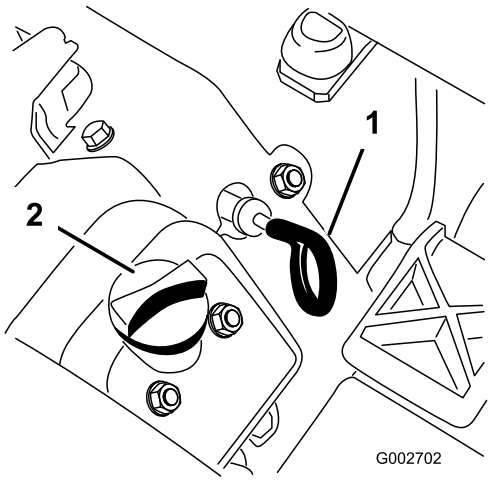

Figuur 13
3. Verwijder de peilstok (Figuur 13) en veeg deze af met een schone doek. Steek de peilstok in de buis. Let erop dat de peilstok er volledig in schuift. Haal de peilstok uit de buis en controleer het oliepeil. Als het oliepeil te laag is, moet u de vuldop losmaken van het klepdeksel en voldoende olie bijvullen totdat het peil de Vol-markering op de peilstok bereikt.